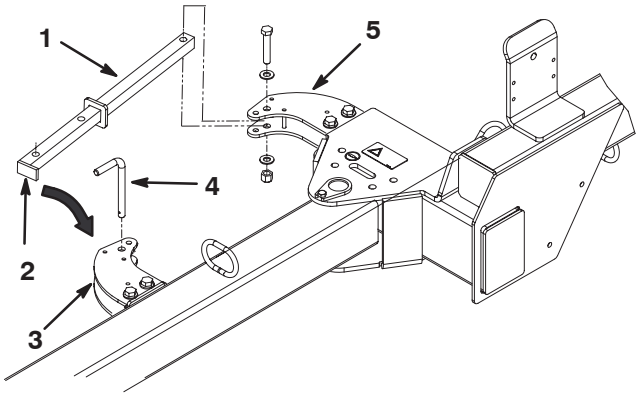

Figure 4
2. Insert the welded tab end of the actuator arm between the welded pins in the front actuator tab (Fig. 4).
3. Secure the actuator arm to the front actuator tab with a hitch pin (Fig. 4).
4. Insert the rear end of the actuator arm into the rear actuator tab while aligning the mounting holes (Fig. 4).
5. Secure the actuator arm to the actuator tab with a 1/2–13 x 2–3/4" lg. capscrew, (2) .531 x .063 flat washers and a 1/2–13 locknut. Position components as shown in figure 4.